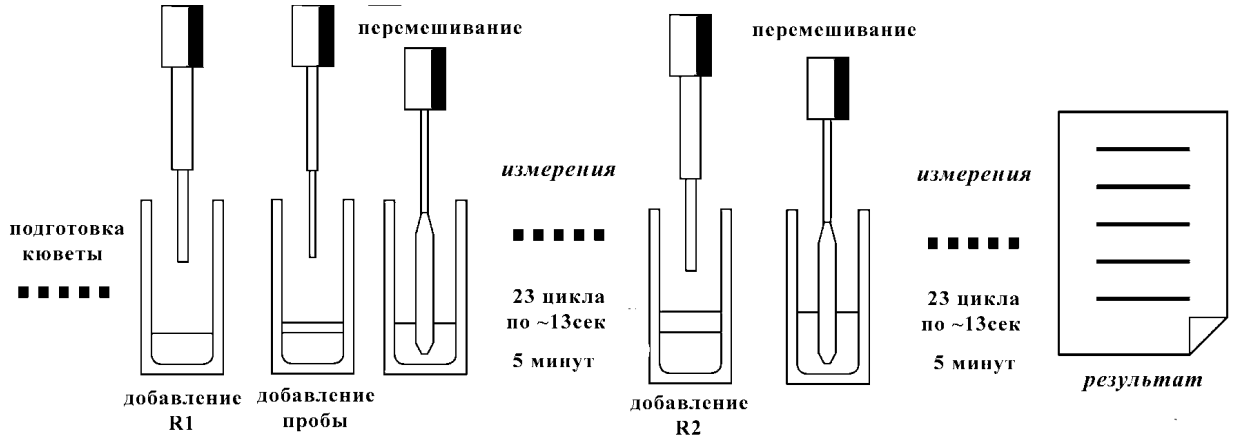

Рисунок 3.2-2 Схема выполнения анализа по двухреагентной схеме.
- **Фотометрия (второй отрезок).** После перемешивания полученной смести в кювете модуля инкубации, оптическая плотность смеси измеряется 23 раза каждые 13 секунд с помощью оптического блока (см. Рисунок 3.2-2).